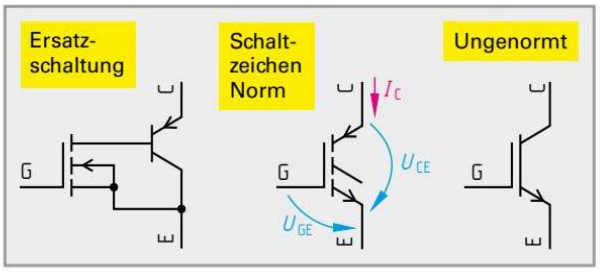

Bild 4: Ersatzschaltung und Schaltzeichen von IGBT
Insulated Gate Bipolar Transistor. In einem IGBT ist ein isoliertes Gate (IG) enthalten, zur Ansteuerung eines bipolaren Transistors **(Bild 4)**. Die Anschlüsse heißen Gate G, Kollektor C und Emitter E. Die Steuerleistung ist wie beim FET. IGBTs werden für Sperrspannungen bis 6500 V, Bemessungsströme von 1400 A und Schaltfrequenzen von 500 kHz gefertigt.